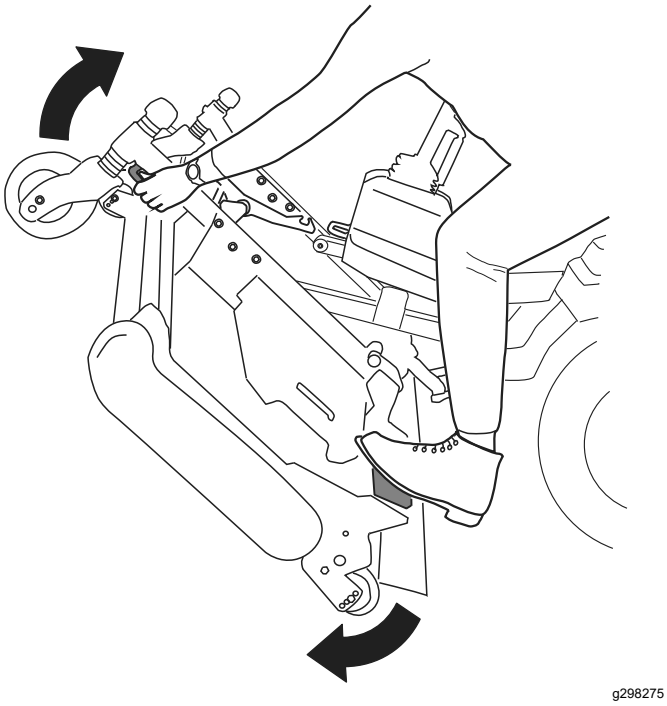
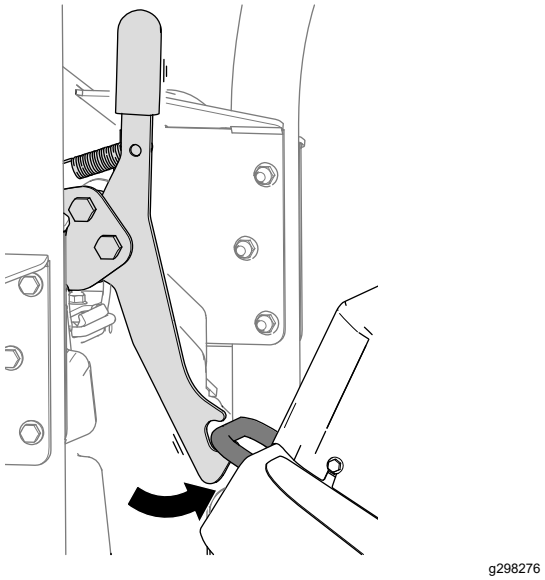
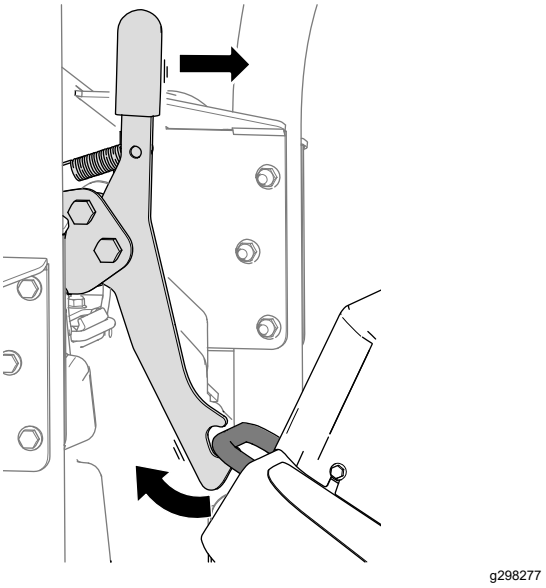

Figur 36
Figur 37
Figur 38
5. Vrid klippenheten (Figur 36) så att spärren kopplas ihop med låsfästet (Figur 37).
1. Lossa på klippenhetens spärr från låsfästet (Figur 38) genom att vrida klippenheten något framåt (se Figur 36) och dra spärrhandtaget framåt.